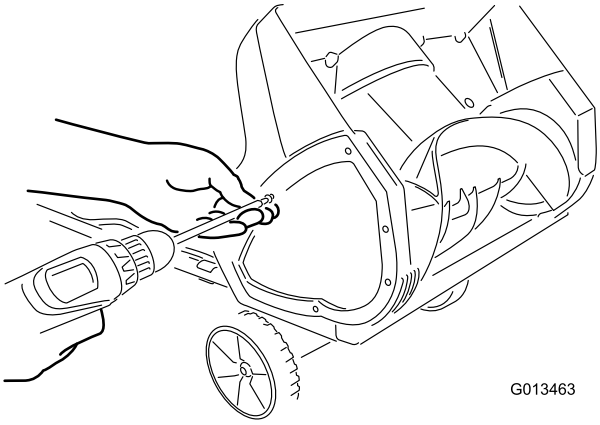

Figur 15
1. Ta bort skruvarna som håller fast den högra sidoplåten vid maskinens ram (Figur 15).